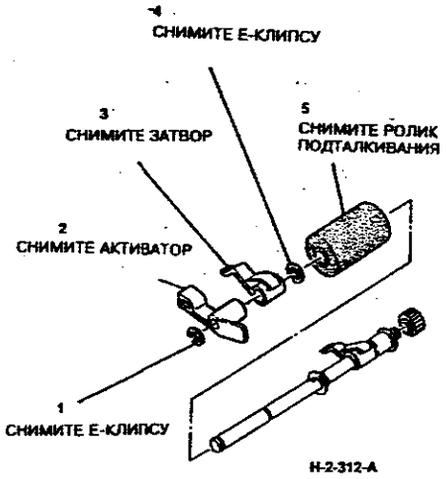

**Рисунок 3. Снятие ролика подталкивания**
4. (Рисунок 3) Снимите ролик подталкивания.